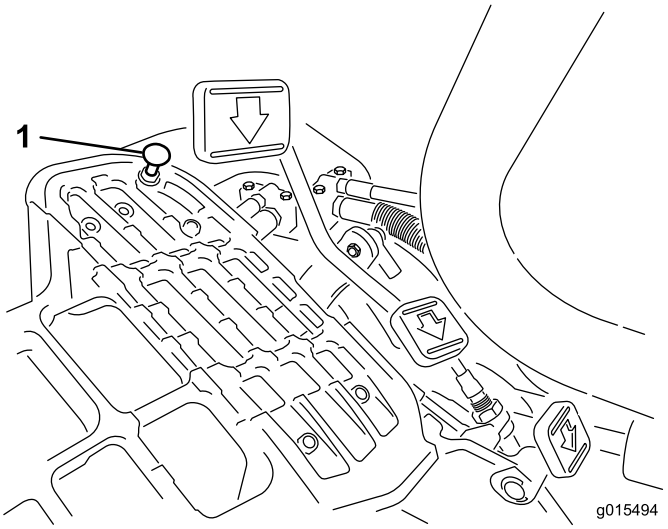

Figur 52
Tryk traktionspedalen ned. Hvis pedalen når stoppet (Figur 52), før stramning mærkes på kablet, er det nødvendigt med justering:
1. Løsn de låsemøtrikker på flangehovedet, der fastgør pedalstoppet til gulvpladen (Figur 52).